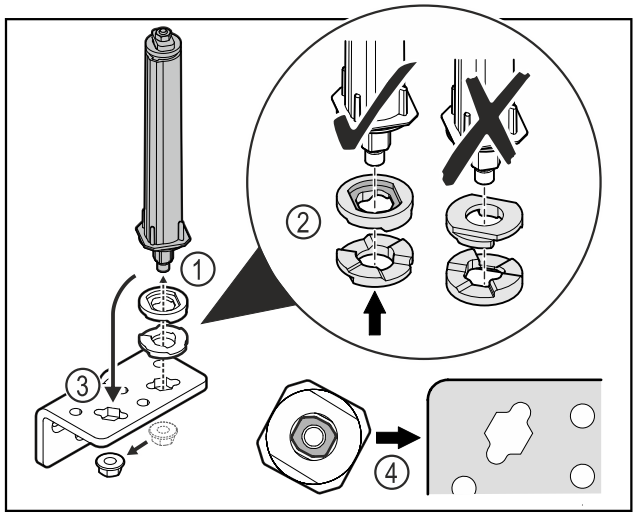

Fig. 33
- ▶ Отпустите гайку и демонтируйте систему закрытия двери *Fig. 33 (1)*.
- ▶ Учитывайте правильность выравнивания шайб для регулировки высоты *Fig. 33 (2)*.
- ▶ Переставьте систему закрытия двери в шарнирном уголке и зафиксируйте гайкой *Fig. 33 (3)*.
- ▶ При установке учитывайте правильность выравнивания системы закрытия двери *Fig. 33 (4)*.